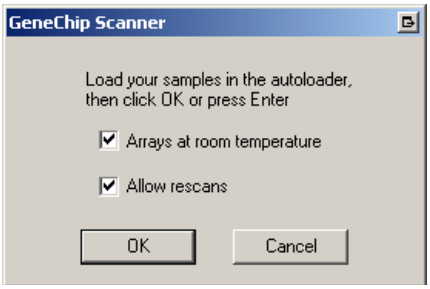

Figure L.22
If there exists an identical barcode within the database from an earlier AutoLoader run, and you want to rescan the current probe array with that same barcode, check the Allow Rescans box **(Figure L.22)**. *This will create additional .dat files. The original .dat file WILL NOT BE OVERWRITTEN.*
⇒ The Start window appears **(Figure L.22)**.
c. cartridges that have been previously scanned if the **Allow Rescans** checkbox is cleared **(Figure L.22)**.